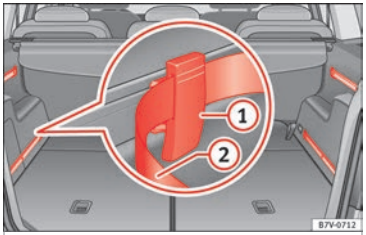

Bild 169 I bagageutrymmet: System med skenor, ställbara fästelement (1) och remmar med justerbar spännkraft (2).
- Sätt dit fästelementet med spåren uppåt ››› **bild 169** (1) i den övre delen av styrningen och tryck nedåt.